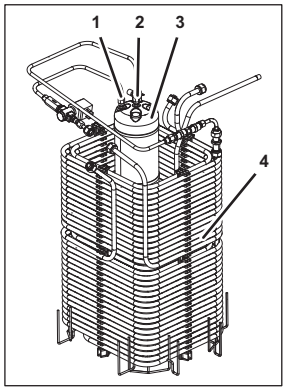

Fig. 59
9. Lift the cooling coil basket (Fig. 59/4) with carbonator tank (Fig. 59/3) out of the unit.
10. Disconnect the connecting line from non-return valve 1 to the carbonator tank (Fig. 59/3) from the coupling (Fig. 59/2).
11. Disconnect the connecting line from non-return valve 2 to the carbonator tank (Fig. 59/3) from the coupling (Fig. 59/1).
14. Lift the carbonator tank (Fig. 59/3) up and out of the cooling coil basket (Fig. 59/4).
15. Position the new carbonator tank (Fig. 59/3) within the cooling coil basket (Fig. 59/4).
16. Attach the carbonator tank (Fig. 59/3) to the cooling coil basket (Fig. 59/4) using a cable tie.
17. Make sure the carbonator tank (Fig. 59/3) is firmly placed against the cooling coils.
20. Attach the connecting line from non-return valve 2 to the carbonator tank (Fig. 59/3) to the coupling (Fig. 59/1).
21. Attach the connecting line from non-return valve 1 to the carbonator tank (Fig. 59/3) to the coupling (Fig. 59/2).
22. Position the cooling coil basket (Fig. 59/4) with carbonator tank (Fig. 59/3) within the unit.